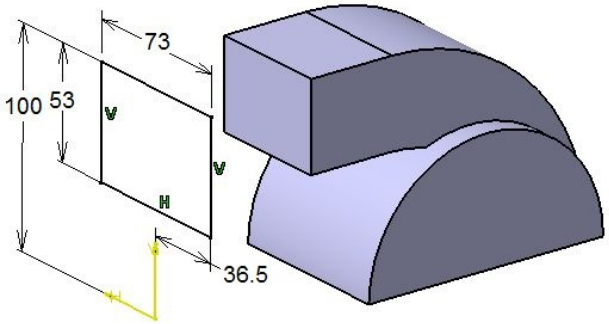

Figure 9-60 *Second section of the multi-section solid feature*
c. Create the multi-section solid feature, refer to Figures 9-60 and 9-61.
3. Draw the sketch of the second section of the multi-section solid feature, which is a rectangle, as shown in Figure 9-60. In this figure, the model is oriented in 3D space for better understanding of the position of the sketch and its dimensions.